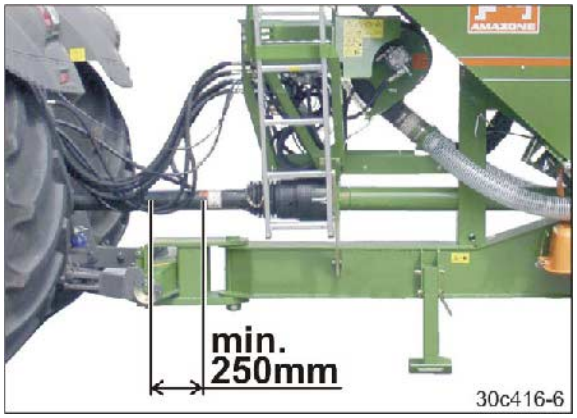

Fig. 128
5. Mettez la machine en position de déplacement sur route (Fig. 128) ; autrement dit, mettez l'ensemble tracteur-machine en position de ligne droite.
Le chevauchement minimum en ligne droite est de 250 mm (voir Fig. 128).